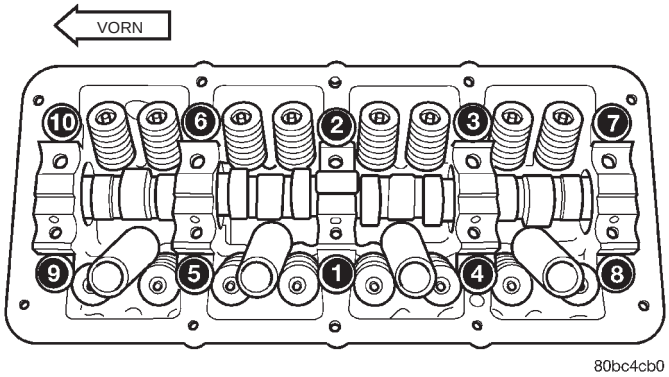

Abb. 60 Anzugsreihenfolge/Zylinderkopf
(5) Zylinderkopf auf dem Motorblock ausrichten. Darauf achten, daß der Zylinderkopf genau über die Paßstifte rutscht.
(6) Vor dem Einsetzen der Zylinderkopfschrauben die Gewinde mit Motoröl bestreichen. Die vier kürzeren Schrauben 164 mm (6,45 Zoll) in den Positionen 7, 8, 9 und 10 eindrehen (Abb. 60).
(7) Zylinderkopfschrauben in der gezeigten Reihenfolge festziehen (Abb. 60). Vier-Schritt-Methode